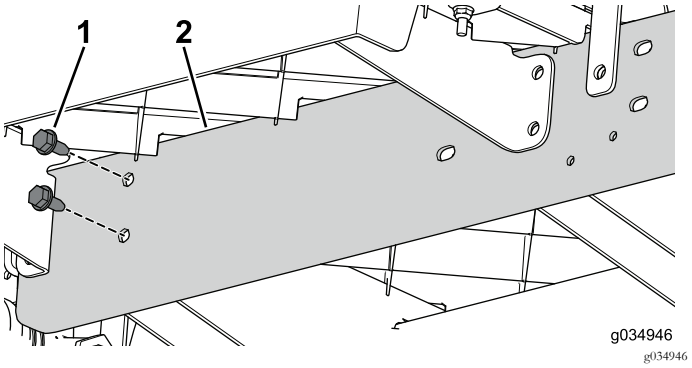

Figura 26
6. Utilize os dois parafusos (5/16" x ¾") para instalar sem apertar a calha de extensão para o canal central para a secção dianteira da máquina (Figura 26).